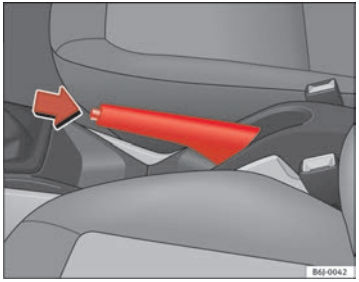

Fig. 103 Handbrake between the front seats
– Pull the handbrake lever up firmly ⇒ fig. 103.
– Pull the lever up slightly and press the release knob in the direction of the arrow ⇒ fig. 103 and guide the handbrake lever down fully ⇒ ⚠.